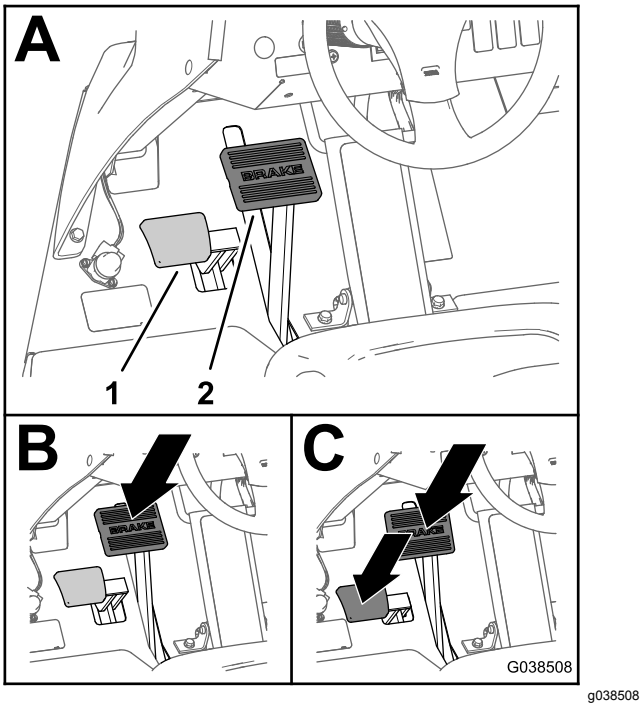

Рисунок 19
1. Нажмите педаль рабочего тормоза (Рисунок 19).
2. Удерживая нажатой педаль рабочего тормоза, нажмите педаль стояночного тормоза (Рисунок 19).